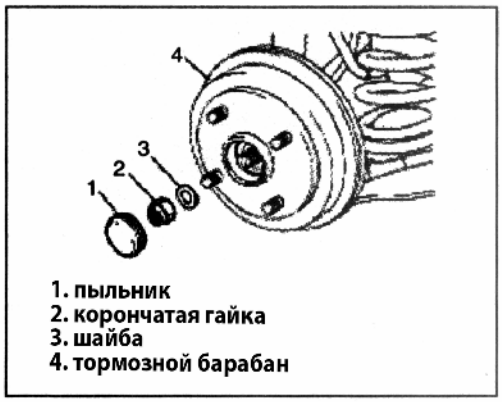

Рис. 660
3) Выверните гайку, снимите ее и шайбу (Рис. 660).